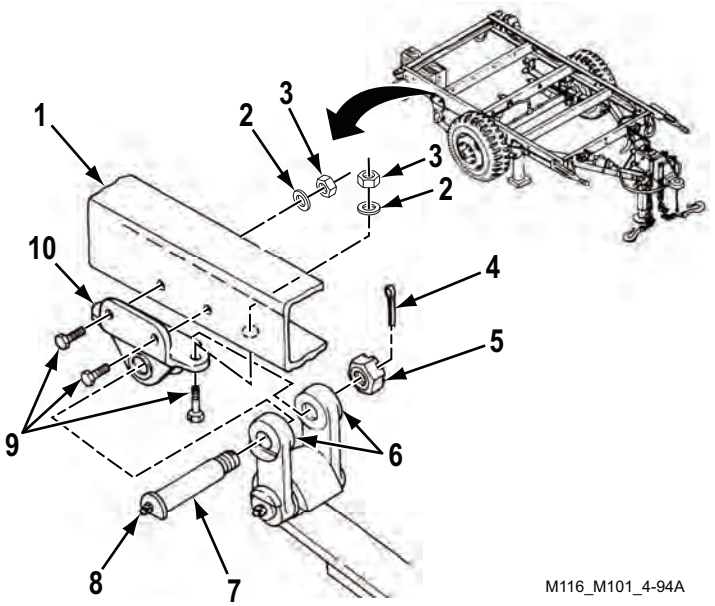

Figure 6. Rear Spring Hanger Installation.
2. Install rear spring hanger (Figure 6, Item 10) on frame (Figure 6, Item 1) with four cap screws (Figure 6, Item 9), washers (Figure 6, Item 2), and new self-locking nuts (Figure 6, Item 3). Torque self-locking nuts (Figure 6, Item 3) to 30 lb-ft (41 N•m).
3. Use lifting device to raise vehicle until shackle (Figure 6, Item 6) is aligned with rear spring hanger (Figure 6, Item 10).
4. Install shackle pin (Figure 6, Item 7) through shackle (Figure 6, Item 6) and rear spring hanger (Figure 6, Item 10).
5. Install slotted nut (Figure 6, Item 5) on shackle (Figure 6, Item 6) and tighten. Install new cotter pin (Figure 6, Item 4) on shackle (Figure 6, Item 6).
6. Install new lubrication fitting (Figure 6, Item 8) in shackle pin (Figure 6, Item 7).